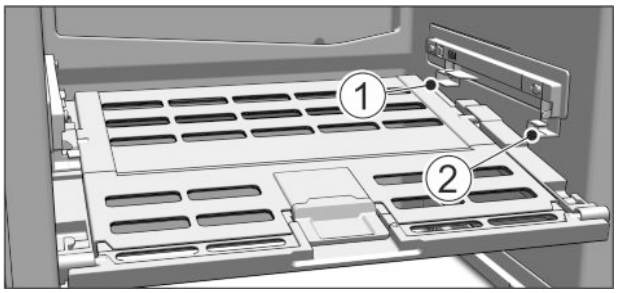

Fig. 17
▶ Deckel Fruit & Vegetable-Safe einsetzen: Deckelstege von unten in die hintere Halterung *Fig. 17 (1)* einführen und vorne in die Halterung *Fig. 17 (2)* einrasten.